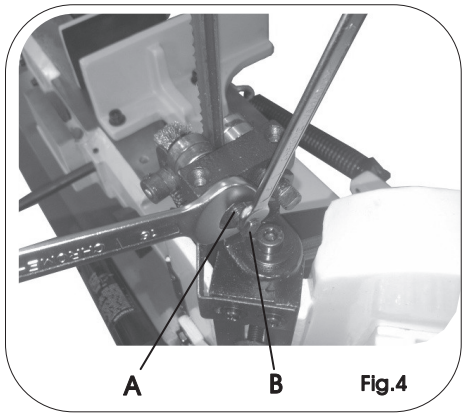

Fig.4
3.Loosen the nut (Fig.4,A) holding the eccentric shaft in position.
4.With a spanner turn the eccentric shaft (Fig.4,B) until there is a gap of about 0.001", you should just be able to slide a piece of paper between the gap.
5.Once the eccentric shaft has been adjusted, retighten the nut (A) and screw the plate back on.